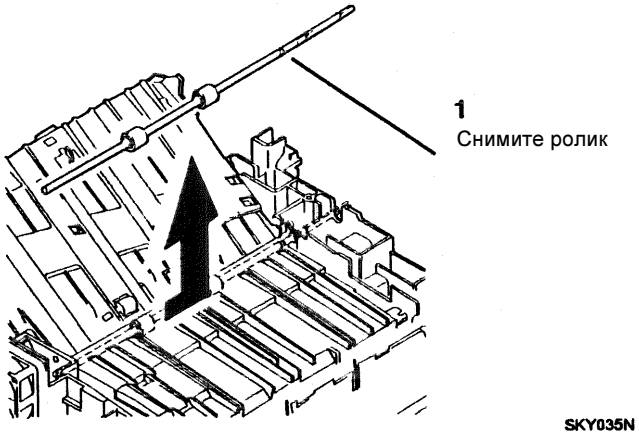

Рисунок 2. Снятие нижнего ролика транспортера
3. (Рисунок 2): Снимите нижний ролик транспортера.